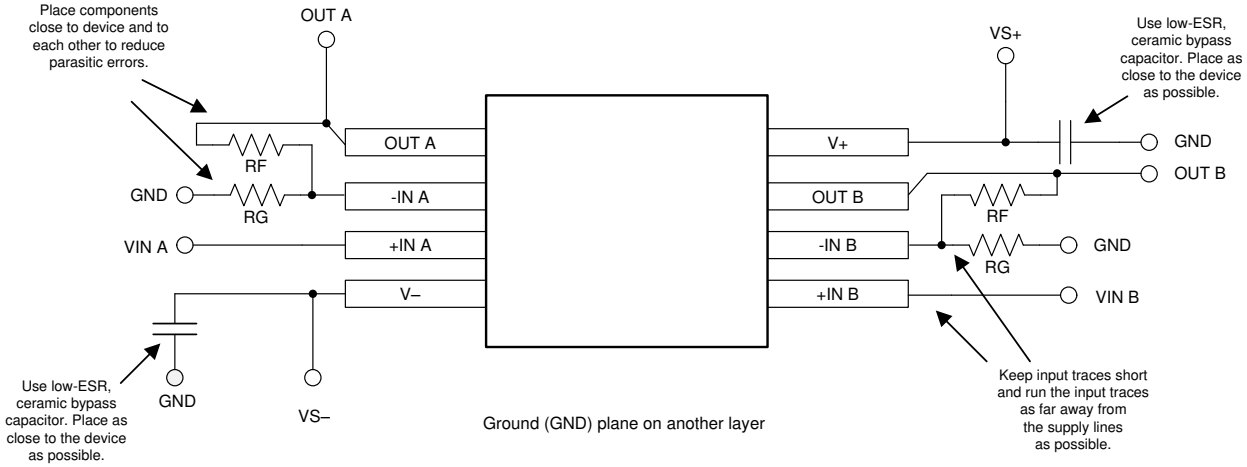

**图 37. Layout Example**
- Place the external components as close to the device as possible. As shown in 图 37, keeping RF and RG close to the inverting input minimizes parasitic capacitance on the inverting input.